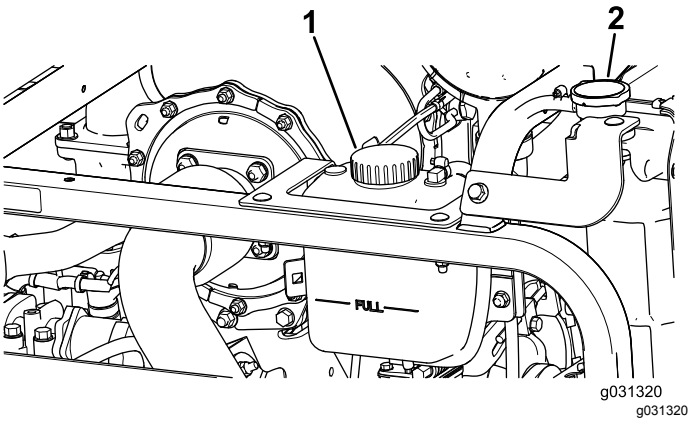

Figur 119
1. Afmonter forsigtigt kølerens dæksel og ekspansionsbeholderens dæksel (Figur 119).
2. Kontroller kølervæskestanden i køleren (Figur 119).